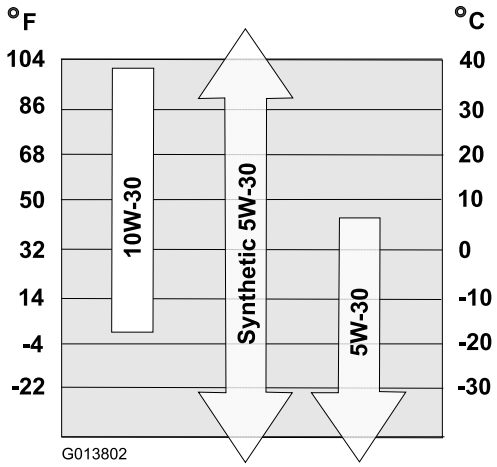

Figure 21
6. Use Figure 21 below to select the best oil viscosity for the outdoor temperature range expected: